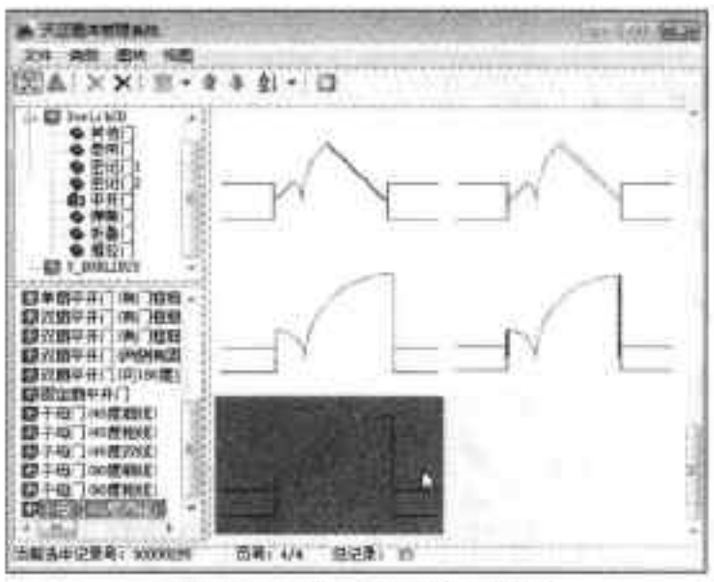

图16-141 选择门样式
Step24 执行“门窗 > 门窗”命令，打开“门”对话框，单击门平面视图，打开“天正图库管理系统”对话框，在此选择满意的门样式，如图 16-141 所示。